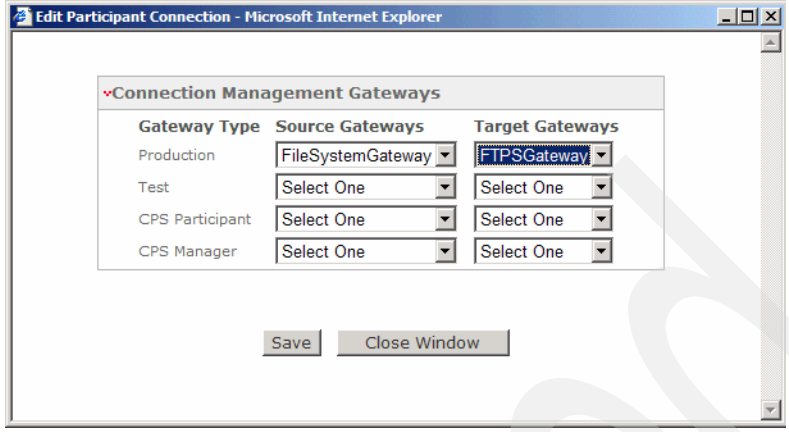

Figure 12-28 Changing the gateway in the participant connection
5. We are presented with a new window named Edit participant connection. Under Target Gateways, select the new **FTPSGateway** that was just created (Figure 12-28 on page 377).
> **Note:** Now that Company F has multiple gateways defined, we did *not* set the new FTPS gateway to the Default Gateway. A Participant profile does require one Default Gateway, but it is this assignment (Figure 12-28) that ultimately determines the gateway WebSphere Partner Gateway will use. Having said that, the gateway most commonly used should be set to the default gateway.